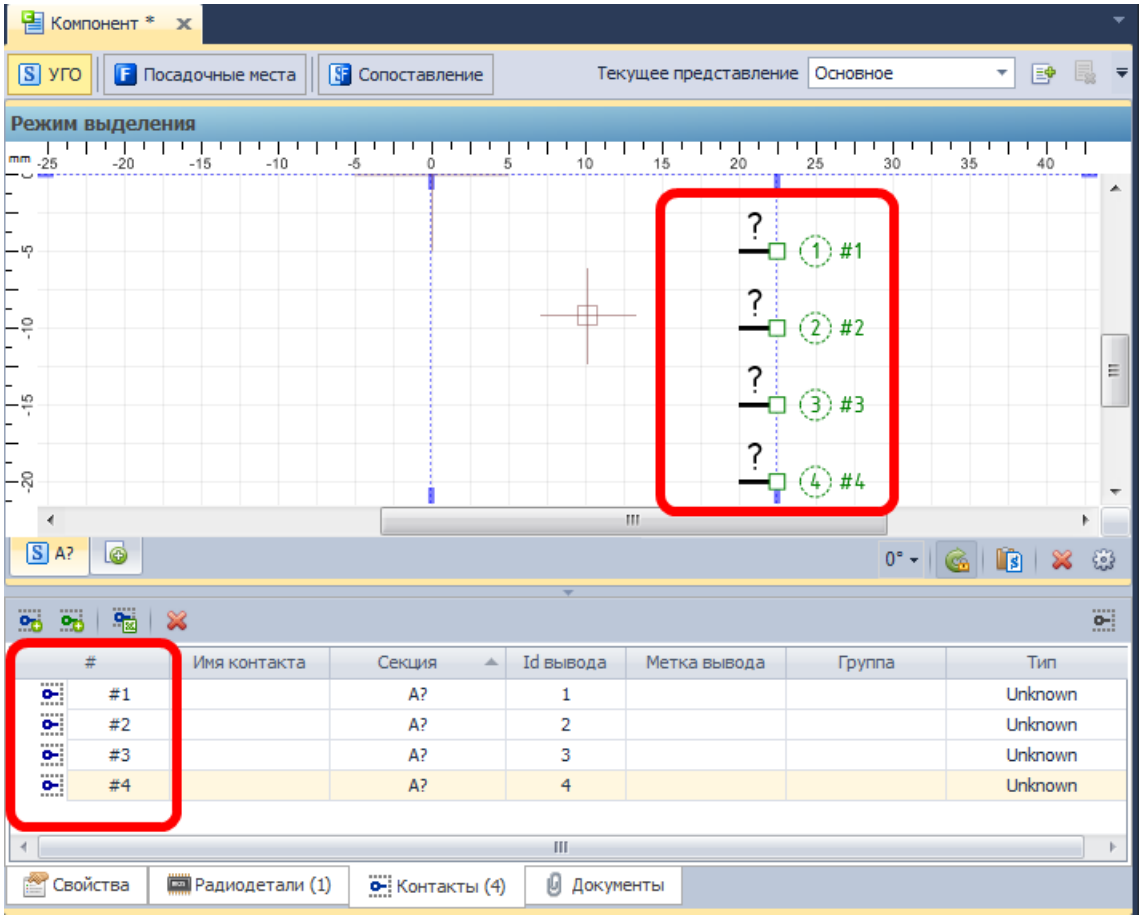

Рис. 260. Выводы размещены и сопоставлены с контактами
3. Переместить курсор в рабочую область редактора, выбрать подходящее место для выводов и разместить их, нажав левую кнопку мыши. Аналогичный результат можно получить, используя механизм «drag-and-drop» Выводы будут размещены и сопоставлены с контактами, см. Рис. 260. Сопоставление происходит подряд сверху вниз.